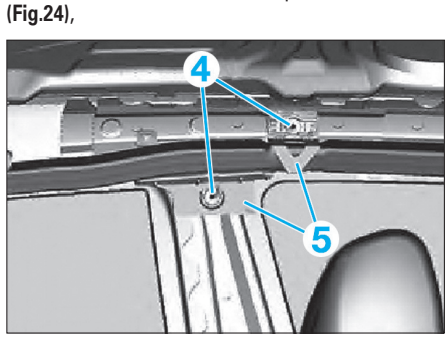

Fig. 24
- les vis (4) et démonter la rampe (5) du montant **(Fig.24)**,